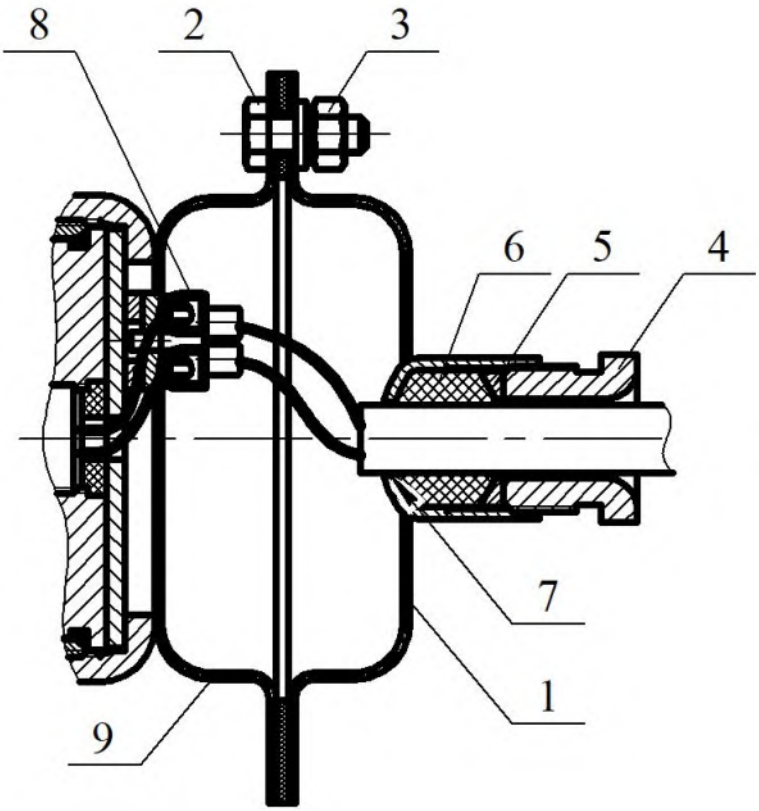

Рисунок 3
6.7 Произвести монтаж вводных коробок газогенерирующего устройства МУПТВ (см. рисунок 3) в следующей последовательности.